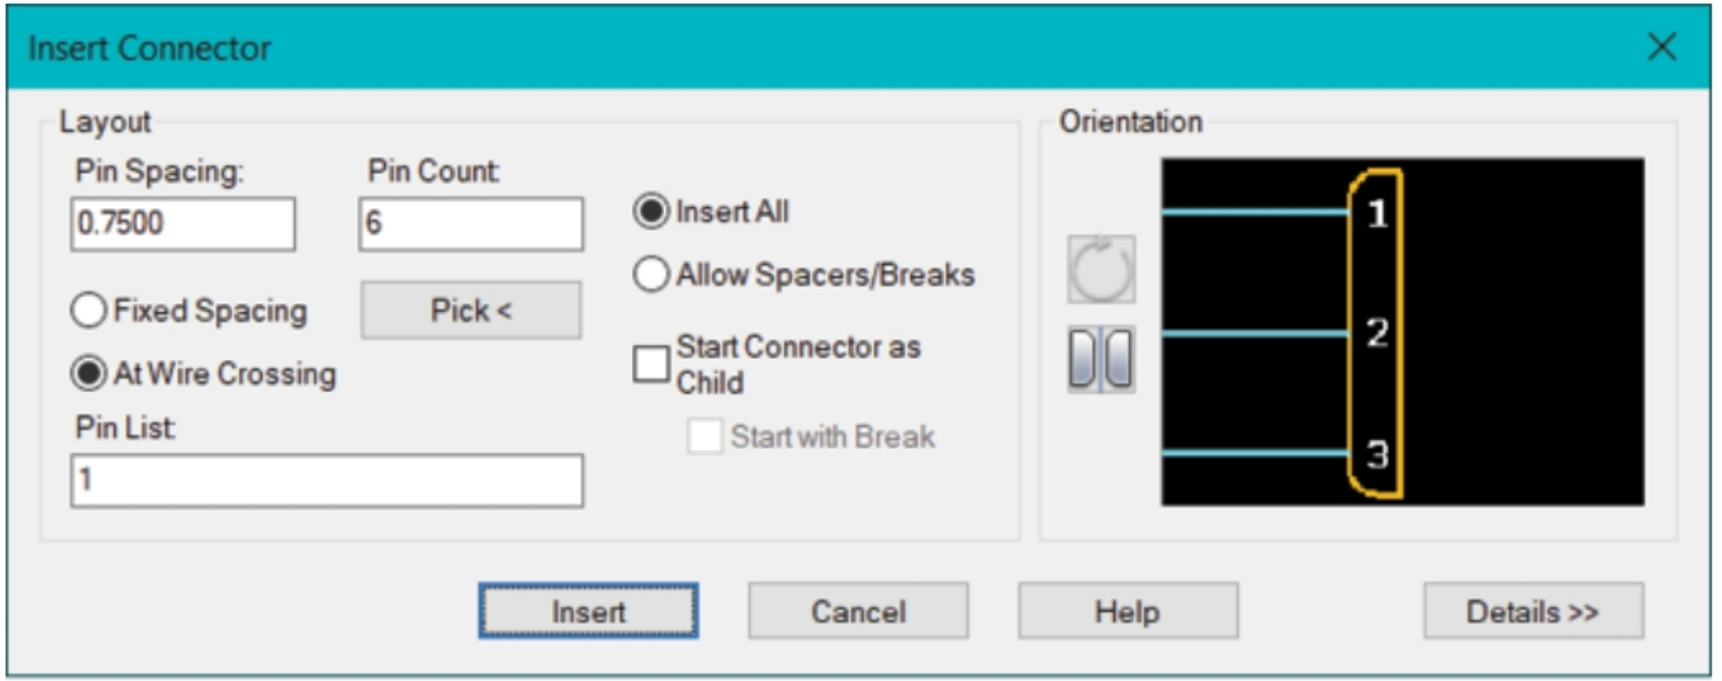
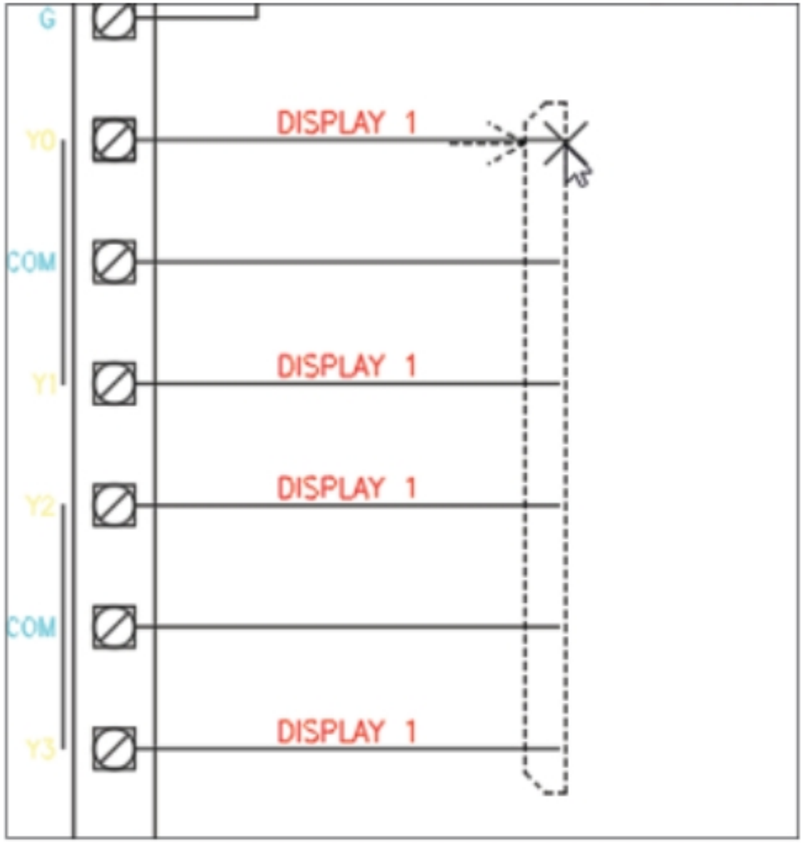

Figure-40. Parameters for Display 1 connector
Figure-41. Placing connector for Display 1
- Set the parameters as shown in Figure-40 and place the connector at first wire of **Display 1**; refer to Figure-41. The